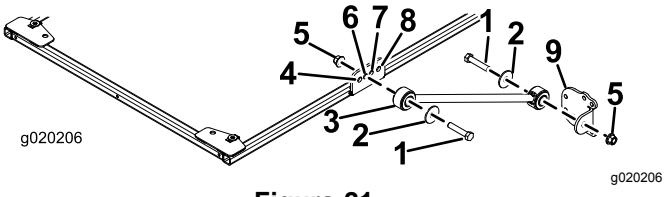

Figura 21
- En los modelos 30446, 30446N, 30447 y 30447N, en cada lado del bastidor del toldo, monte provisionalmente un tirante en el **segundo** taladro del soporte del tirante con un perno (½" x 2½"), una arandela (½") y una tuerca con arandela prensada (½"), según se muestra en Figura 21.